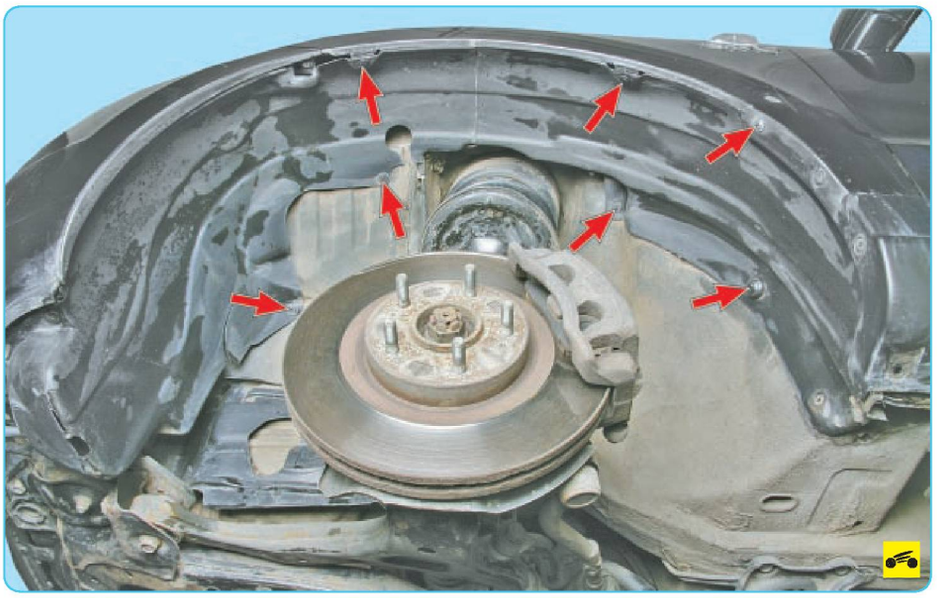

Рис. 11.1. Расположение пистонов верхнего крепления переднего подкрылка
1. Выверните фиксаторы пистонов (рис. 11.1), подденьте фиксаторы отверткой...